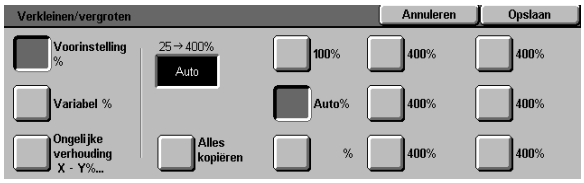

Figuur 10: Scherm Verkleinen/vergroten
- De toets **Meer...** aanraken om de aanvullende opties weer te geven (zie figuur 10).